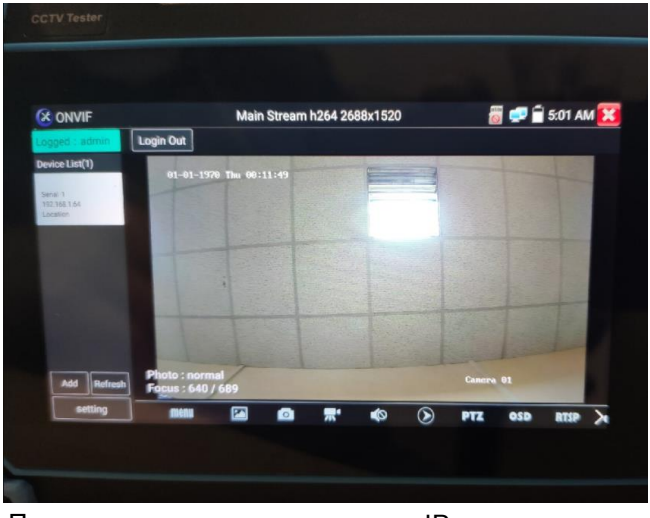

Рис. 19 Пример успешного подключения IP-видеокамеры к тестеру через ONVIF
3. Нажмите на устройство, появившееся в списке слева. Должно появиться изображение (рис. 19)